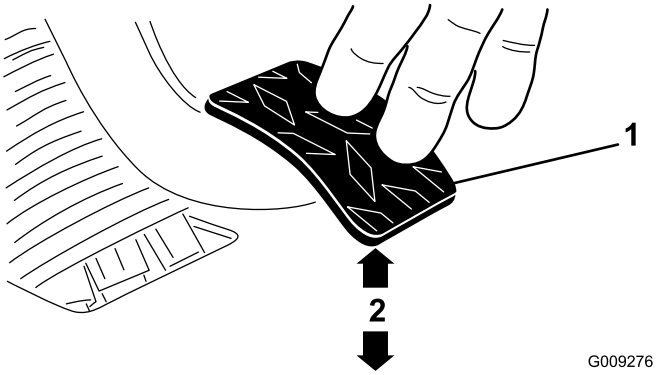

Figur 70
3. Juster kontramøtrikkerne eller kugleleddet, indtil bagsiden af koblingspedalens bagkant er 9,5 ± 0,3 cm fra toppen af gulvpladens diamantmønster, når der trykkes på pedalen med en kraft på 1,8 kg (Figur 70).